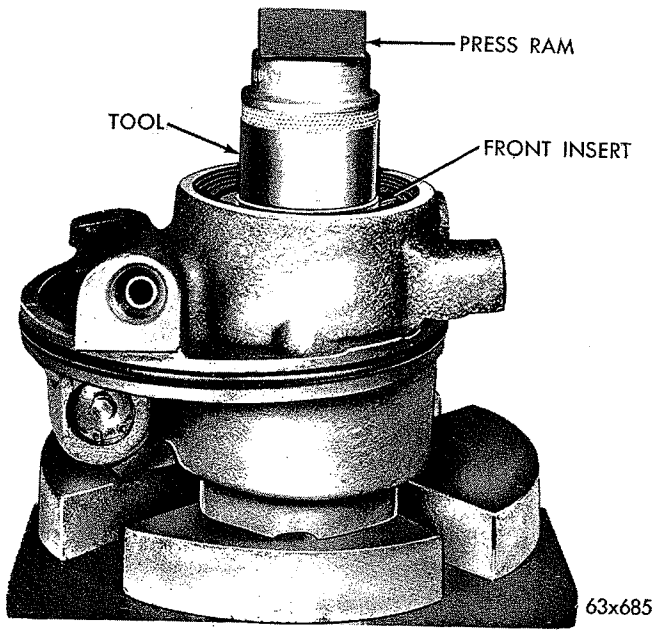

*Fig. 20—Pressing Front Insert into Pump Housing*
(17) Support pump housing in an arbor press (Fig. 20), and using a 1¼ inch socket press insert into body making sure two punch marks remain aligned.
(18) Install spanner nut and tighten to its original position with a drift by aligning punch marks.